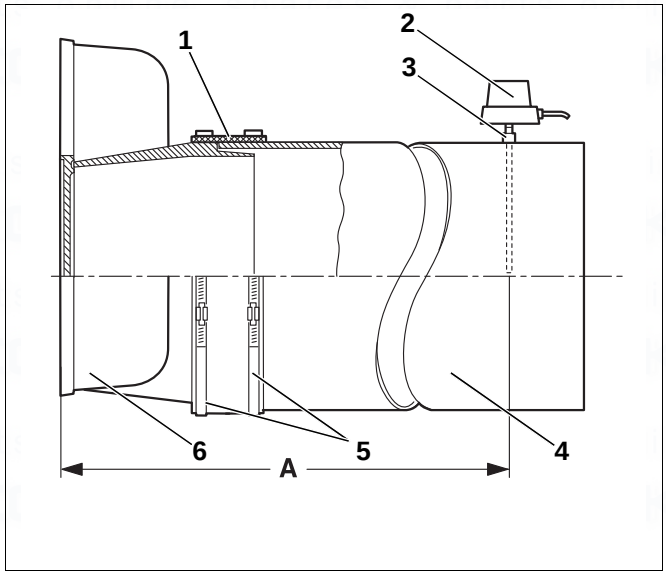

Fig. 59 Installing the flue pipe
We recommend you use a flue pipe sealing collar (Fig. 59, [1]).
- Push the flue pipe (Fig. 59, [4]) as far as possible onto the flue gas header outlet (Fig. 59, [6]).
- Place the flue pipe sealing collar (Fig. 59, [1]) around the flue pipe (Fig. 59, [4]) and flue gas header outlet so that it overlaps at the top (Fig. 59, [6]).
- Place jubilee clips (Fig. 59, [5]) over the flue pipe sealing collar (Fig. 59, [1]). One of the jubilee clips (Fig. 59, [5]) must press onto the flue gas header outlet (Fig. 59, [6]) and and one onto the flue pipe (Fig. 59, [4]).
- Tighten jubilee clips (Fig. 59, [5]). The flue pipe sealing collar (Fig. 59, [1]) must fit smoothly and firmly in place.
- Weld the coupling (Fig. 59, [3]) into the flue pipe (Fig. 59, [4]) at a distance from the flue gas header (Fig. 59, [6]) which is twice the flue pipe diameter (A).
- Fit the flue gas temperature sensor (Fig. 59, [2]) as described in the separate installation manual.